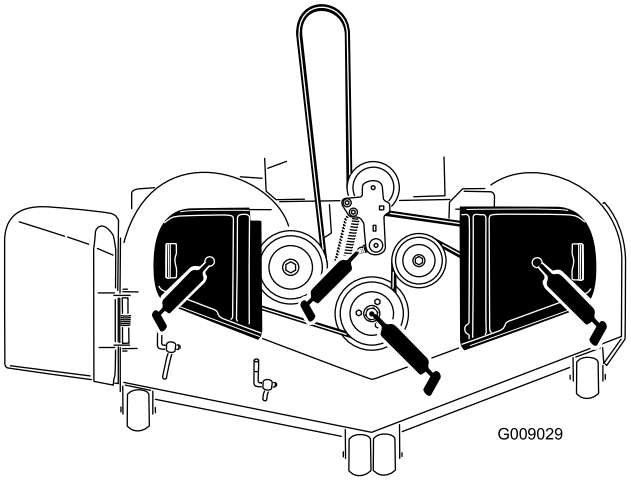

Figur 47
4. Smörj mellanremskivans tapp på klippdäcket tills fett kommer ut på undersidan (Figur 47).
5. Smörj nipplarna på de tre spindellagren tills fett kommer ut (Figur 47).